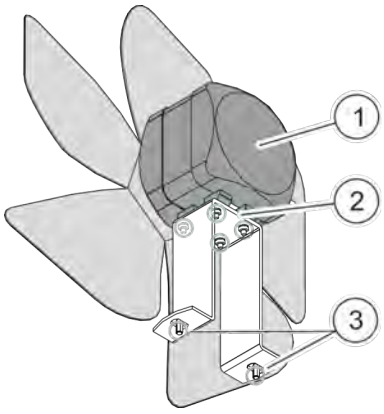

Fig. 63: Hex nuts on the fan motor
4. Screw the fan motor holder off of the base plate (*Fig. 63*/3).
5. Hold onto the fan by the fan motor (*Fig. 63*/1) and remove from the centrifuge laterally together with the holder.
6. Depending on the fan type, loosen 2 or 4 hex nuts (M 2.5) on the fan motor holder (*Fig. 63*/2) and remove.
3. Depending on the fan type, insert 2 or 4 hex nuts (M 2.5) in the holder of the fan motor (*Fig. 63*/2) and firmly tighten.
4. Hold onto the fan by the fan motor (*Fig. 63*/1) and set into the housing with the fan holder.
5. Firmly screw down the fan holder (*Fig. 63*/3).